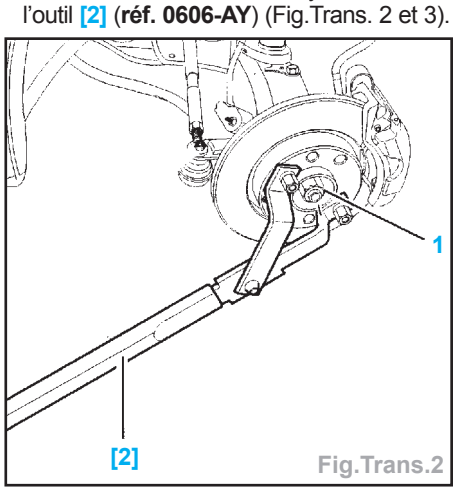

Fig.Trans.2
- Immobiliser en rotation le moyeu à l'aide de l'outil [2] (**réf. 0606-AY**) (Fig.Trans. 2 et 3).
- Déposer l'écrou (1) (Fig.Trans.2).
- Enduire de graisse pour surfaces type «**Molykote D321R**» la face et les filets de l'écrou (1) (Fig.Trans.2).
- Serrer l'écrou (1) à 24,5 daN.m à l'aide de l'outil [2].
- Sertir l'écrou (1) à l'aide de l'outil (**réf. 0313-C**).